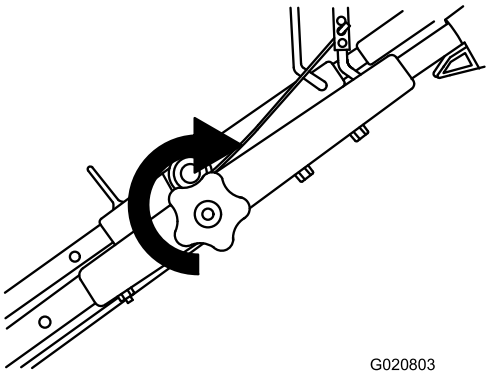

**Figur 4**
2. Stram den øverste håndtagsknap så meget som muligt (Figur 4).